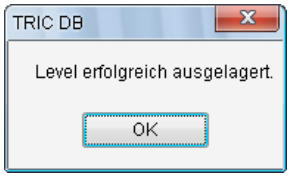

Bild 17.4 – Erfolgsmeldung bei Auslagerung eines Teilprojekts
- Die Auslagerung nimmt einige Sekunden in Anspruch. Im Anschluss erhalten Sie eine Meldung über den Erfolg der Aktion (Abb. 17.4).